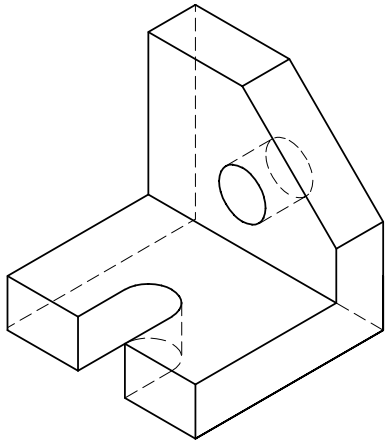

Figure 35-16 *Step block with hole and slot*
In this example, you will draw the required orthographic views of the object shown in Figure 35-16. Assume the dimensions of the drawing.
1. Look at the object, and determine the number of views required to show all of its features. For example, the object in Figure 35-16 requires three views only (front, side, and top).